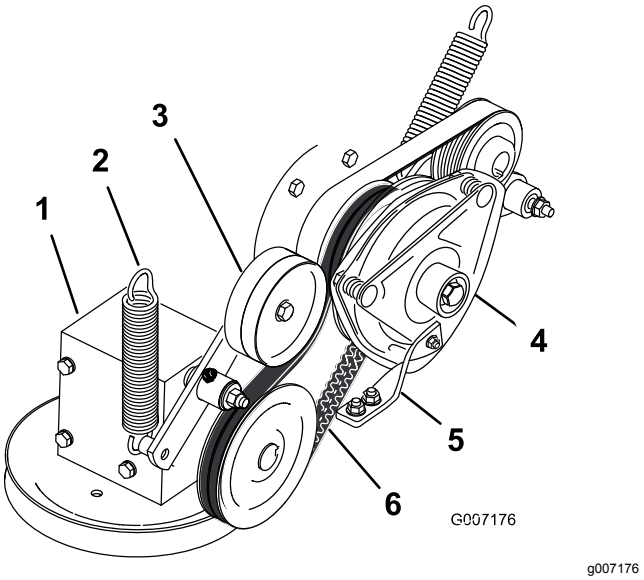

**Figuur 93**
4. Haal de veer van de arm van de spanpoelie (Figuur 93).
7. Leg de drijfriem van de aftakas om de koppelingspoelie en de poelie van de tandwielkast (Figuur 93).
9. Monteer de veer op de arm van de spanpoelie (Figuur 93).